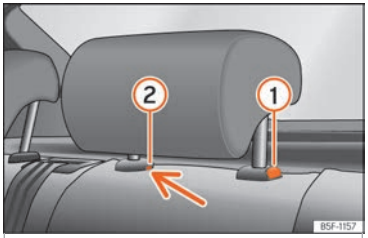

Fig. 111 Encosto de cabeça traseiro: desmontagem.
• Pressione o botão ››› Fig. 111 ①, pressionando ao mesmo tempo através do orifício da trava de segurança ② com uma chave de fendas plana com um máximo de 5 mm de largura e retire o encosto de cabeça.